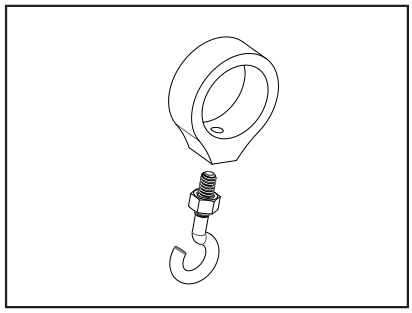

Figure 1
1. Retirez le collier du crochet à boule, le crochet à boule et l'écrou 1/4-20 du sac de quincaillerie fourni. Enfilez l'écrou sur le crochet à boule, ensuite enfilez le crochet à boule dans le col du crochet à boule. Ne le serrez pas. (Figure 1)